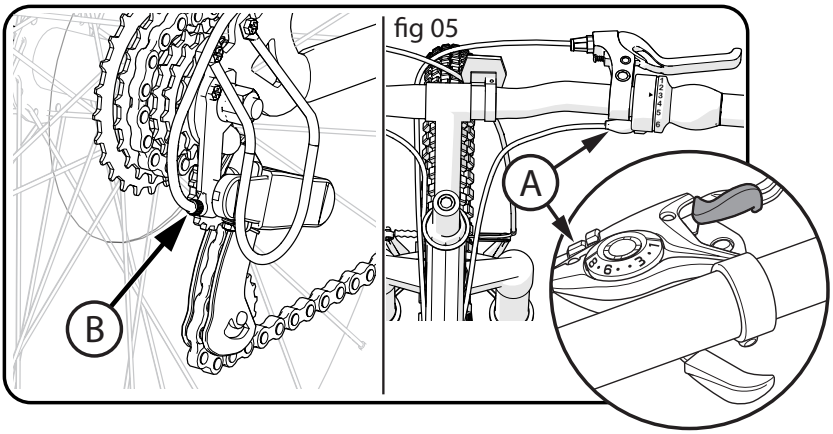

fig 05
- Gire la palanca de la boquilla de ajuste A y el ajustador del desviador trasero B hasta el FONDO (**fig. 05**).